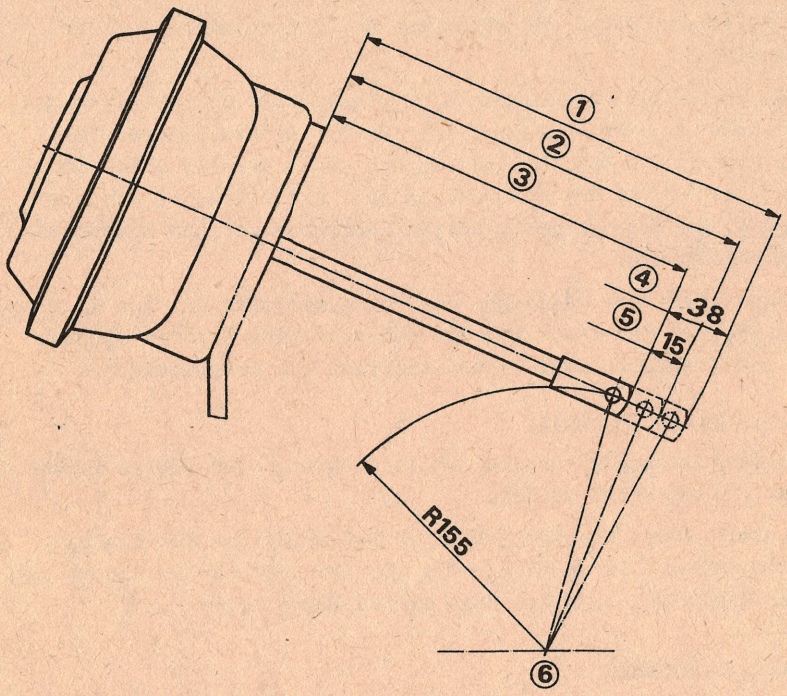

Abb. 27. Bremseinstellung Vorderachse
7.2.2.14.1. Einstellen der Radbremsen (Abb. 27, 28 und 29)
Zu Abb. 27 und 28: